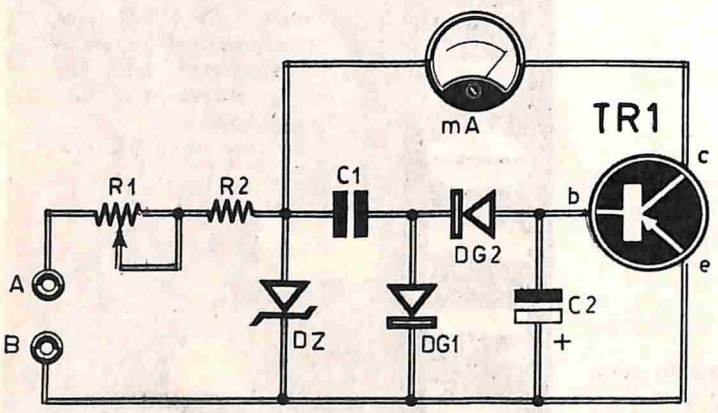

Fig. 3 - Circuito teorico del contagiri.
**Fig. 3 - Piano di cablaggio nella parte inferiore del telaio metallico. Il disegno illustra pure la disposizione di una parte degli elementi che concorrono alla composizione del pannello frontale dell'apparato.**
**Fig. 3 - I due compensatori C2 e C3 devono essere costruiti nel modo indicato nel disegno; la vite con dado risulta inserita in una boccola isolante; tra la piastra superiore e il telaio sono interposti alcuni fogli di mica.**